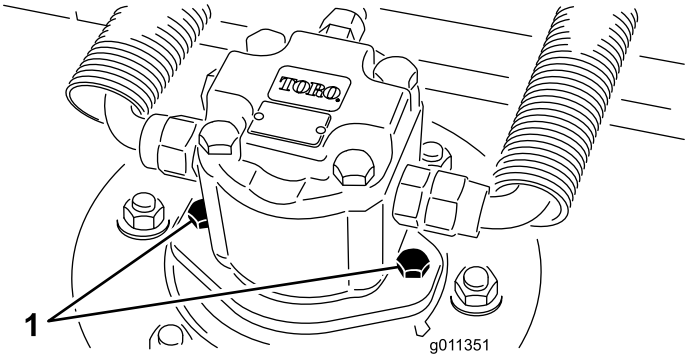

Figur 64
2. Koble fra og fjern den hydrauliske motoren fra klippeenheten (Figur 64). Dekk over toppen av spindelen for å hindre at den blir skitten.
4. Monter den hydrauliske motoren på klippeenheten (Figur 64). Kontroller at O-ringen er på plass og ikke er skadet.